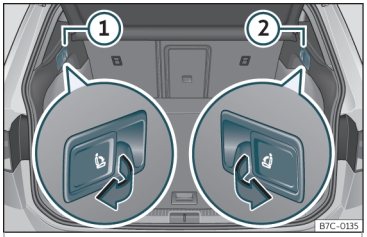

Fig. 102 En el maletero: palancas para desbloqueo a distancia de las partes izquierda ① y derecha ② del respaldo trasero.
- Tire de la palanca de desbloqueo ››› **fig. 102** de la parte del respaldo que desee abatir.